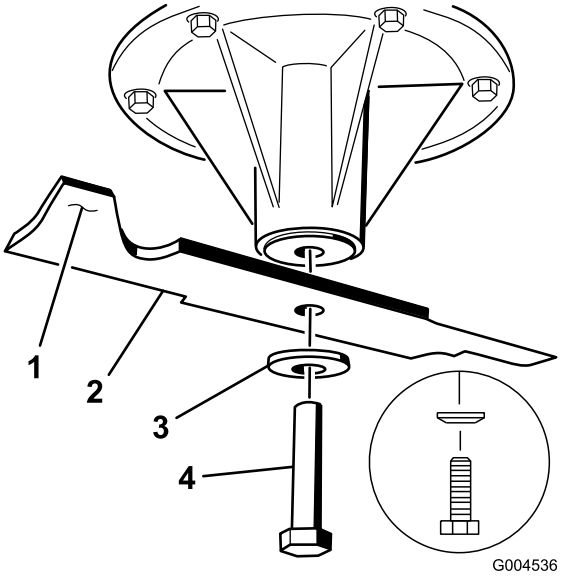

Figur 81
1. Montera kniven på spindelaxeln (Figur 81).
2. Montera fjäderbrickan och knivbulten. Fjäderskivans kon måste monteras mot bultens huvud (Figur 81). Dra åt knivbulten till ett moment på 115–149 Nm.